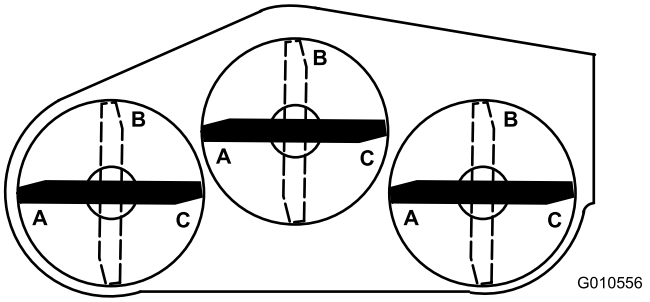
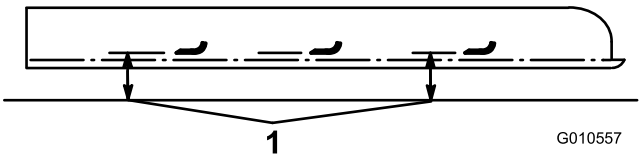

Figura 27
Figura 28
6. Posizionate le 3 lame in posizione A (Figura 27), misurate dalla superficie piana alla parte inferiore dell'estremità della punta di ogni lama (Figura 28) e annotate la misura rilevata.
7. Ruotate le lame in posizione B (Figura 27), misurate la distanza delle lame dalla superficie piana e annotate le dimensioni (Figura 28).
8. Ruotate le lame in posizione C, misurate e annotate la distanza rilevata (Figura 27 e Figura 28).